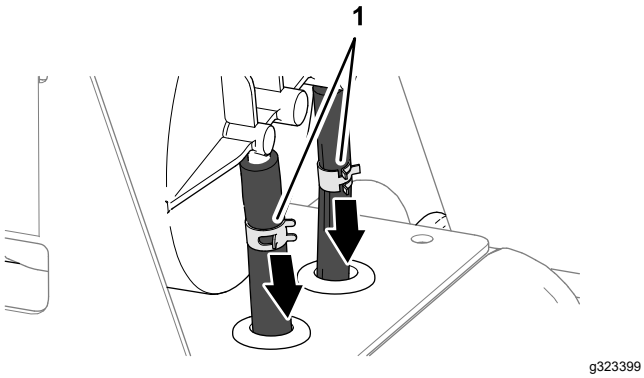

図 84
3. カーボンキャニスタのフィッティングにホースを固定しているホースクランプ2個をゆるめる 図 84。